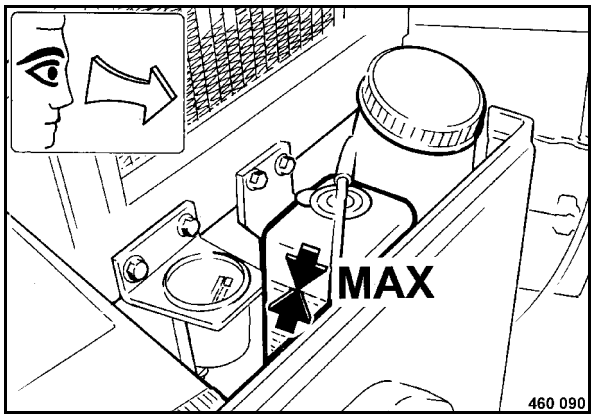

Fig. 129
- Fill in coolant up to the “MAX” mark (Fig. 129).